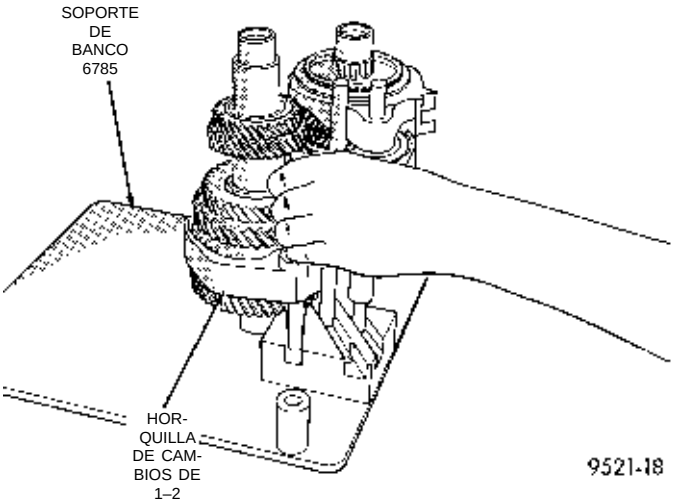

Fig. 55 Desmontaje de horquilla de cambios de 1–2
(20) Retire la horquilla de cambios de 1-2 del eje de transmisión (Fig. 55).